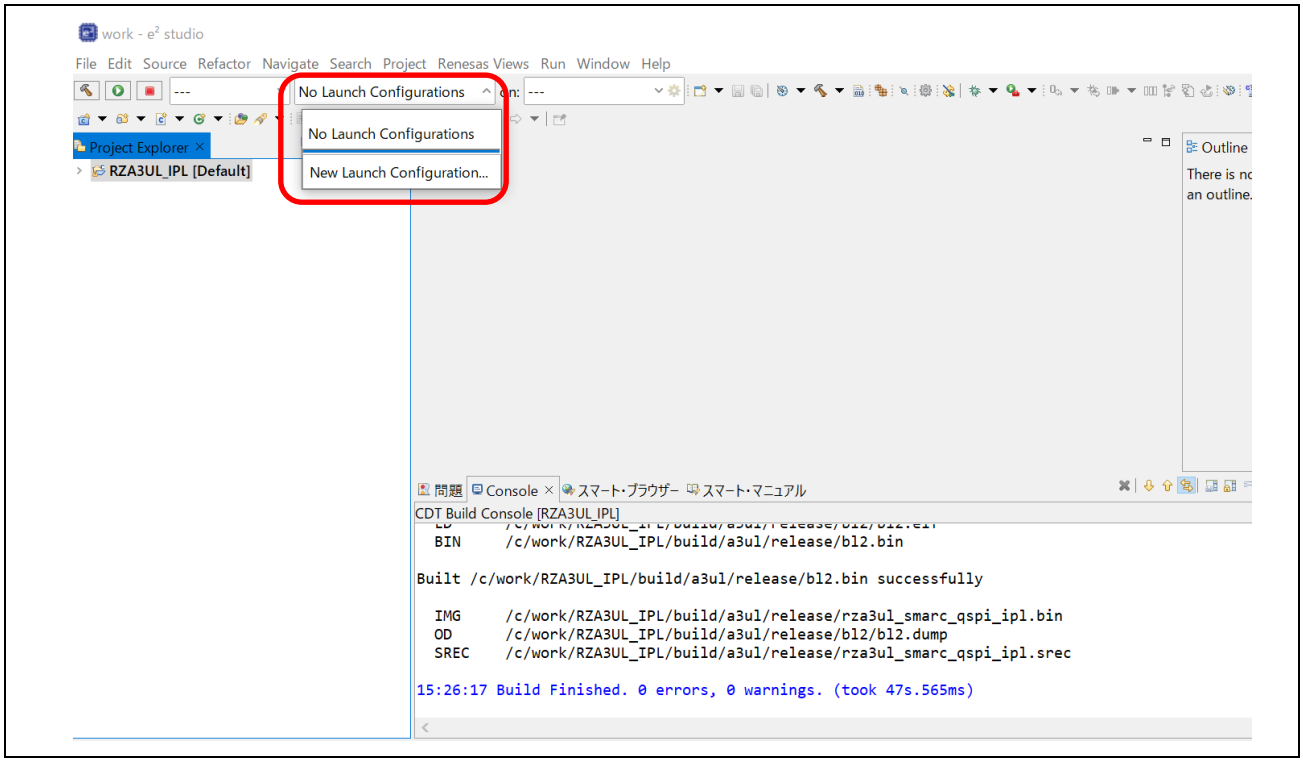

Figure 8.1 Create Debug Configuration (1)
1. Select [New Launch Configuration…] on the main window of e² studio as shown in Figure 8.1.